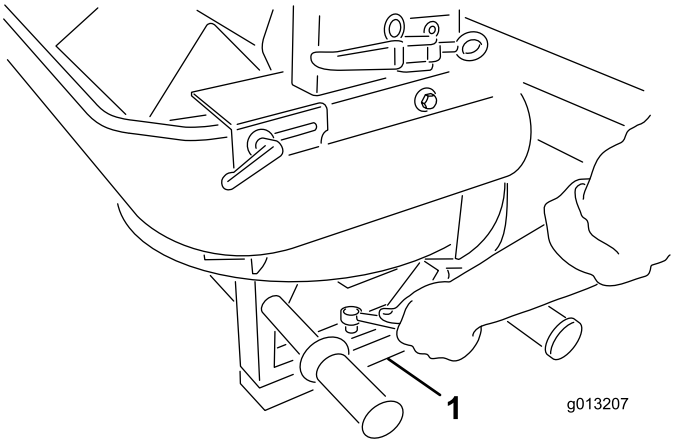

Rysunek 6
5. Odkręć cztery wkręty z nóg podwójnego rozrzutnika. Z pomocą drugiej osoby unieś podwójny rozrzutnik i usuń kołki i piankę opakowaniowe (Rysunek 6).